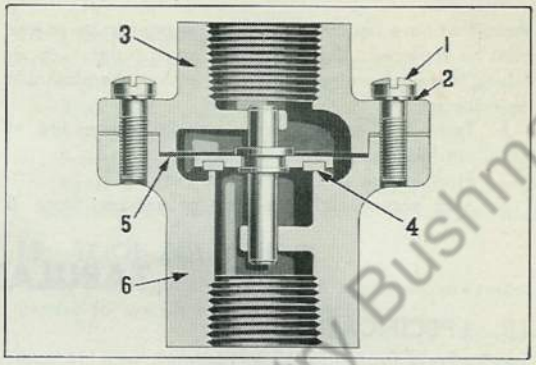

Fig. 44 Sectional View of Check Valve
C. To Disassemble Check Valve—Valve is easily disassembled for inspection, without removing from vehicle. Refer to Fig. 44.
1. Use screw driver to remove screws (1) and lockwashers holding upper (3) and lower (6) halves of body together.
2. Lift valve stem assembly (4) from lower body (6). Remove body gasket (5).
D. To Assemble Check Valve—Procedure for reassembly of valve is as follows. Refer to Fig. 44 for reference numbers:
1. Place valve stem assembly (4) in lower half of valve body (6) with long half of stem through guide.
2. Place gasket (5) on flange of lower body (6).
3. Place upper half of body (3) over lower half of body (6) with short valve stem through guide in upper body.
4. Replace four lockwashers and screws (1), attaching upper and lower halves of body together. Tighten screws evenly and alternately.